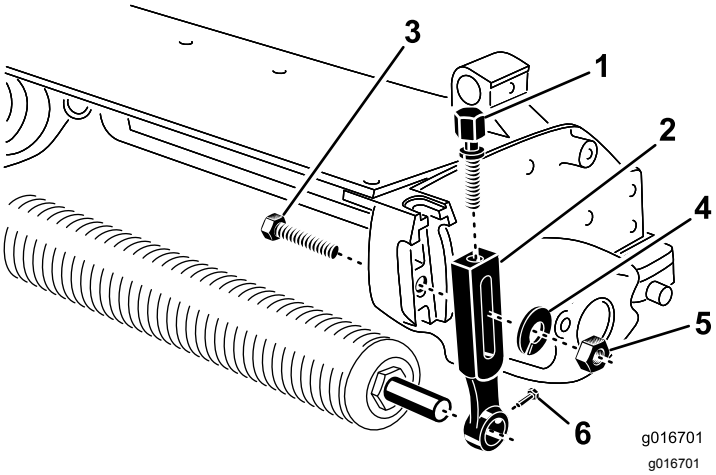

Figur 1
1. Fjern plovbolten, skiven og møtrikken, der fastgør en af klippehøjdearmene til klippeenhedens sideplade (Figur 1).
2. Løsn rullemonteringsskruerne i klippehøjdearmene (Figur 1).
3. Skyd klippehøjdearmen af rulleakslen (Figur 1).